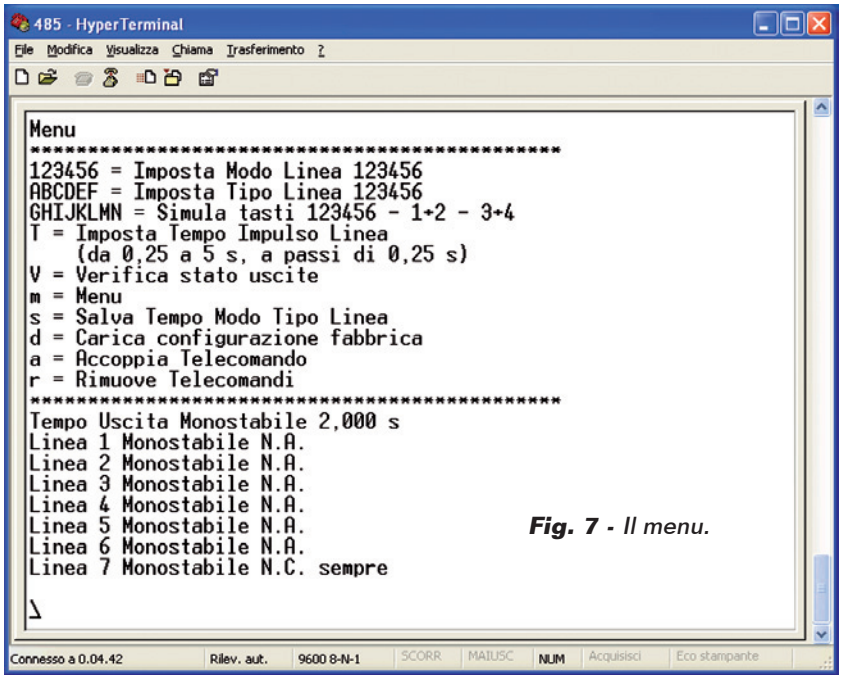

***Fig. 7** - Il menu.*
A questo punto, non vi rimane che sperimentare i vari comandi seriali, riportati ben commentati nella **Tabella 1**. Potete iniziare inviando il comando "m" (minuscola) che richiama dal ricevitore il menu di aiuto (**Fig. 7**), il quale elenca tutti i comandi che possono essere inviati, seguiti dall'impostazione delle uscite. Queste ultime possono essere impostate (ad eccezione della linea 7, che è solo monostabile normalmente chiusa, per un motivo che vedremo più avanti: vedere **Funzione antipanico, antirapina oppure telesoccorso**) per funzionare in modo monostabile normalmente aperto (NA) o normalmente chiuso (NC) oppure bistabile.